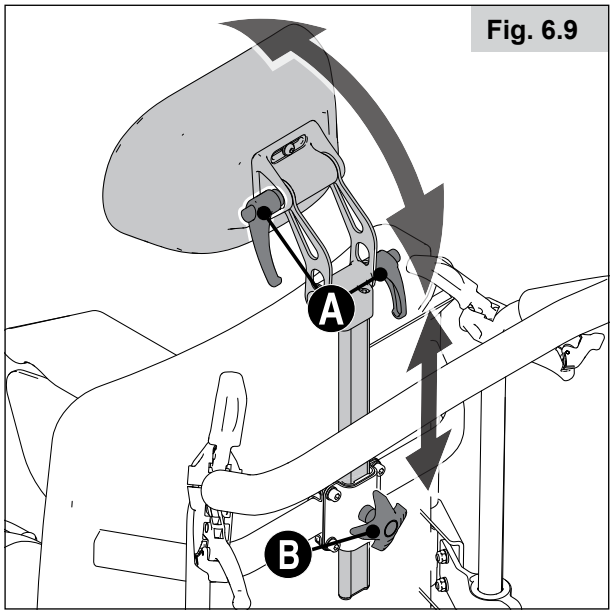

Fig. 6.9
6.8 Ajustar o apoio do pescoço (Fig. 6.9)